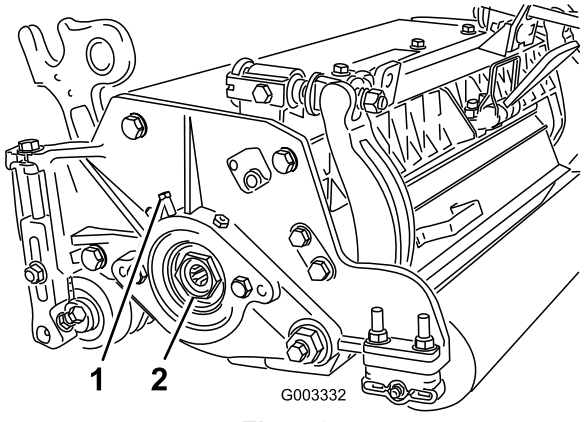

Figur 24
A. Løsn den eksterne sætskrue, der fastgør lejets justeringsmøtrik til lejehuset, der er placeret på venstre side af klippeenheden (Figur 24).